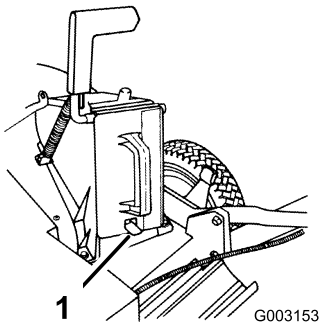

Figur 8
3. Skjut in pluggen helt tills fjäderklämman nederst på pluggen klickar på plats och låser pluggen på plats i utkastartunneln (Figur 8).